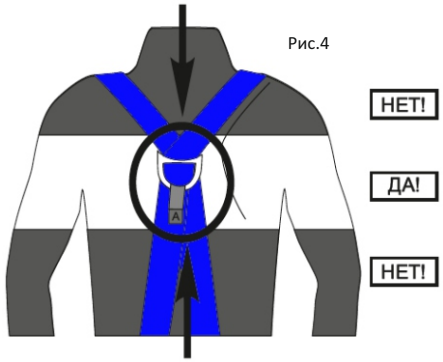

Рис.4
- задний элемент крепления (D-образное кольцо) находиться на уровне лопаток (рис.4).